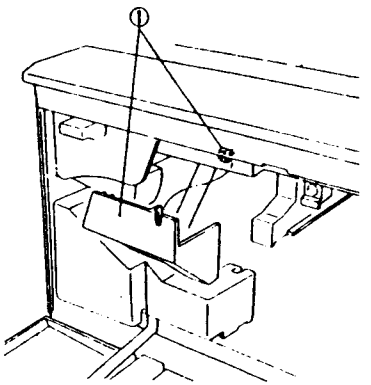

Рис. 2 NZM-0077
4. (Рис. 2): Снимите внутреннюю крышку.
①. Ослабьте винт и снимите внутреннюю крышку.